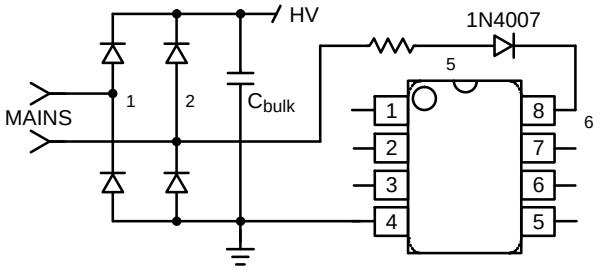

Figure 13. A simple diode naturally reduces the average voltage on Pin 8
2. Connect pin 8 through a diode (1N4007 typically) to one of the mains input. The average value on pin 8 becomes $\frac{V_{mainsPEAK} \cdot 2}{\pi}$. Our power contribution example drops to: 223 V x 2.3 mA = 512 mW. If a resistor is installed between the mains and the diode, you further force the dissipation to migrate from the package to the resistor. The resistor value should account for low−line startups. When using Figure 13 option, it is important to check the absence of any negative ringing that could occur on pin 8. The resistor in series should help to damp any parasitic LC network that would ring when suddenly applying the power to the IC. Also, since the power disappears during 10 ms (half−wave rectification), CV_{CC} should be calculated to supply the IC during these holes in the supply